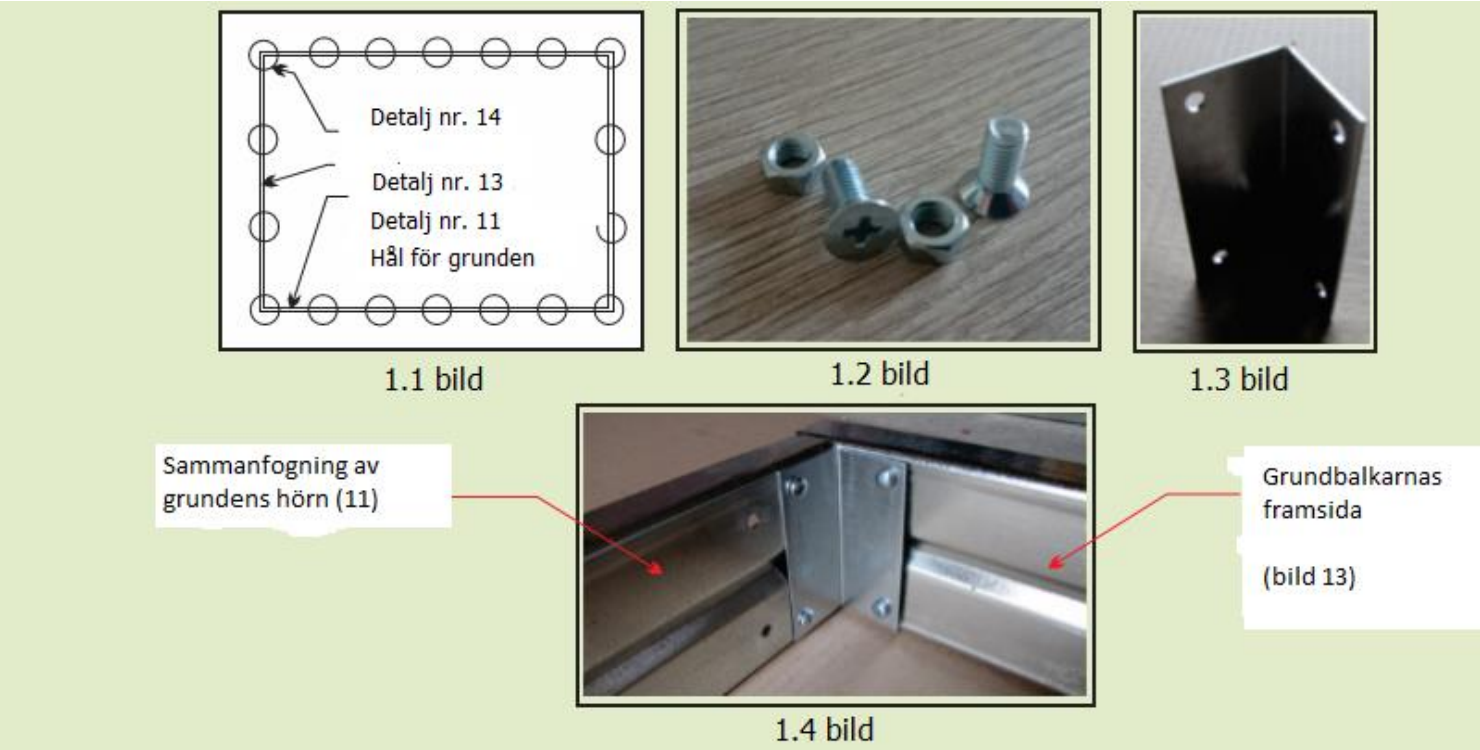

Bild 1
För montering av växthusets grund behöver du: Främre och bakre delen av grunden (17), sidorna till grunden (15). Du ska montera ihop alla de fyra delarna så att de bildar en rektangel. För att skapa en rektangel använd: grundens hörn (18), skruva ihop delarna med skruvar M5-12 (26) och muttrar M5 (29) (bild 1)